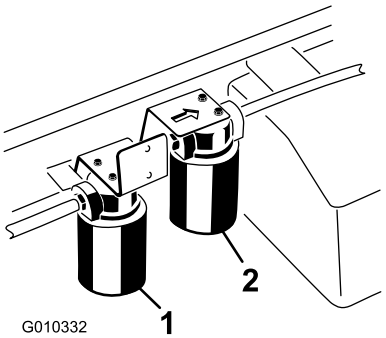

**Bild 71**
5. Stellen Sie eine Auffangwanne unter den Filter und entfernen den Filter (Bild 71).
4. Reinigen Sie den Anbaubereich des Hochflussfilters (Bild 71).